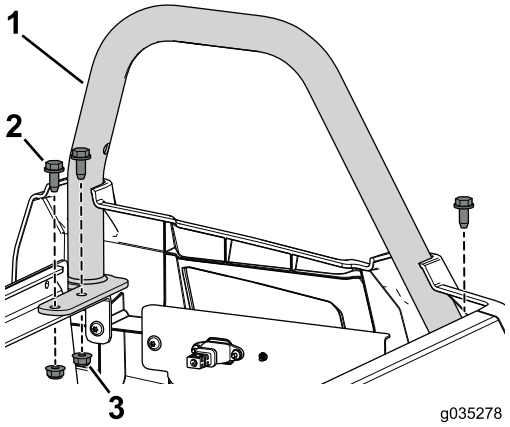

Figure 90
12. Servez-vous des 3 boulons à embase (3/16" x ¾") et des écrous à embase retirés précédemment pour fixer le dispositif de retenue du bassin arrière gauche à l'ensemble de socle de siège (Figure 90).